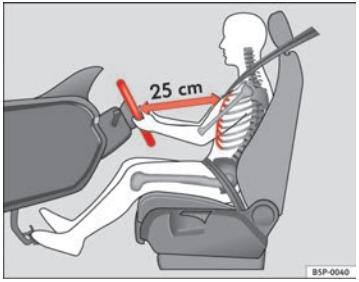

Fig. 1 Distancia correcta entre el conductor y el volante
- Ajuste el volante de modo que quede una distancia mínima de 25 cm entre el volante y el tórax ⇒ fig. 1.
- **Coloque el asiento del conductor de forma que quede una distancia mínima de 25 cm entre el tórax y el centro del volante ⇒ página 10, fig. 1. Si la distancia es inferior a los 25 cm, el sistema de airbags puede no protegerle correctamente.**